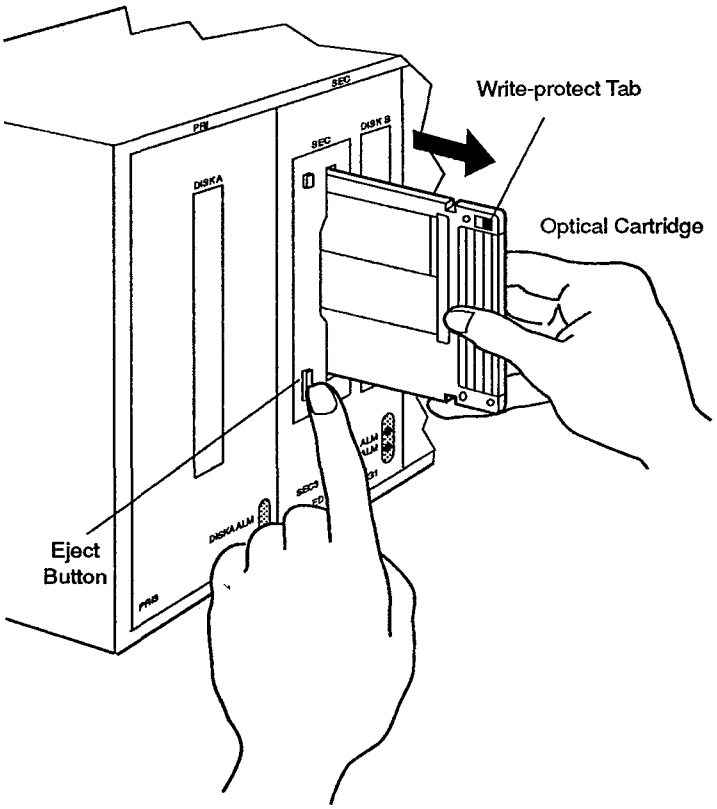

Figure 3-17. Removing an Optical Cartridge
7. Pull the optical cartridge out of the optical drive. Figure 3-17 shows the normal removal of an optical cartridge.